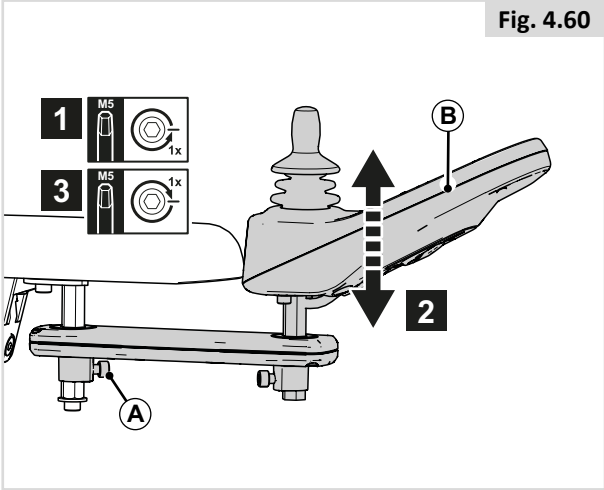

Fig. 4.60
Hoogte van de stuurkast (1) (fig. 4.60)
1. Draai (A) met één slag los.
2. Plaats (B) in de gewenste positie.
3. Draai vast (A).